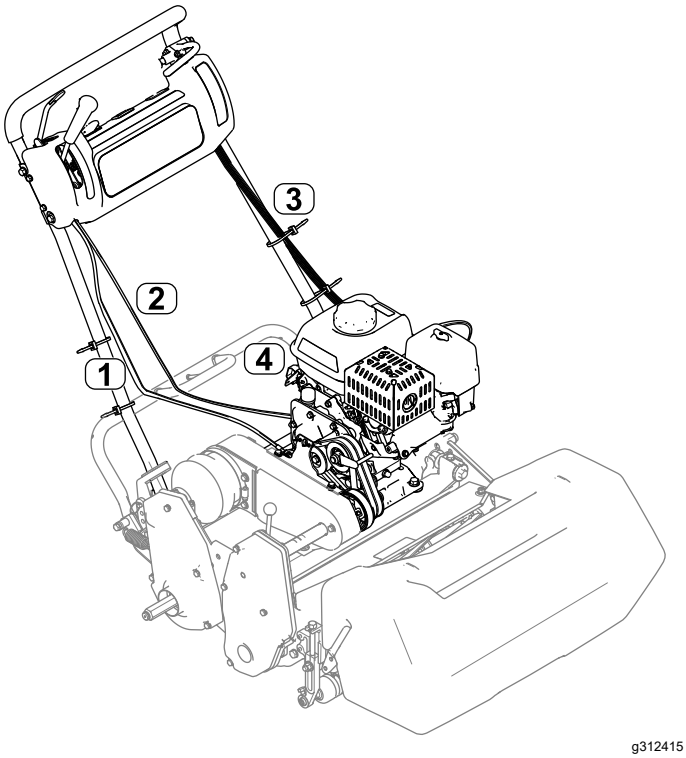

Figura 8
7. Montate il cavo dell'acceleratore sulla macchina; fate riferimento al *Manuale di manutenzione*della macchina (Figura 8).
Nota: Osservate la disposizione del cavo dell'acceleratore, come illustrato nella Figura 8. Disponete il cavo sul lato sinistro del motore e tra il coperchio del filtro dell'aria e il serbatoio del carburante.
11. Collegate il cablaggio preassemblato al modulo di interblocco e disponete il cablaggio sul lato sinistro dell'impugnatura (Figura 8).